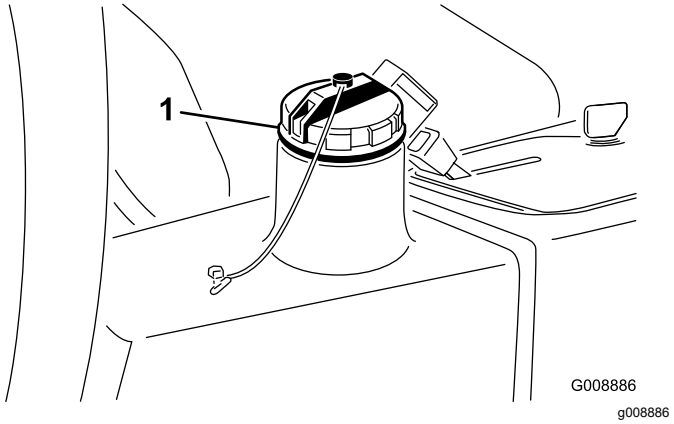

Figur 77
5. Fyll beholderen (Figur 77) med hydraulikkvæske, se Kontrollere nivået på hydraulikkvæsken (side 49).